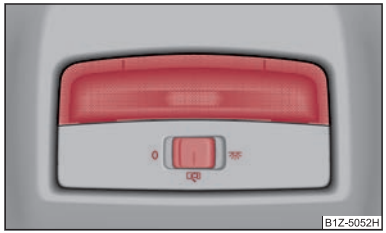

Fig. 40 Eclairage intérieur sans spot de lecture
– Faire tourner le sélecteur en position ⇒ fig. 40.